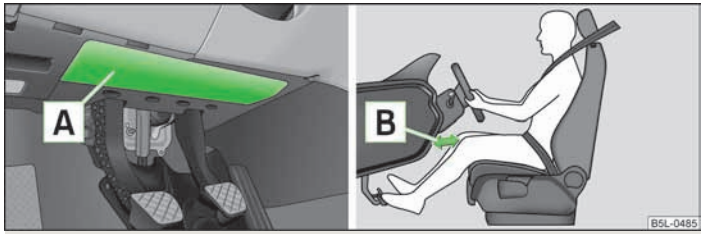

图 142 转向柱下面的驾驶员膝部安全气囊
驾驶员膝部安全气囊 A 安装在仪表板下部分中，在转向柱下面 » 图 142。
- 调整驾驶员座椅的前后位置，使双腿与仪表板之间在膝部安全气囊区域内的距离 B 至少有 10 cm » 图 142。如果由于身材的原因无法满足此条件，请到特许维修站寻求帮助。